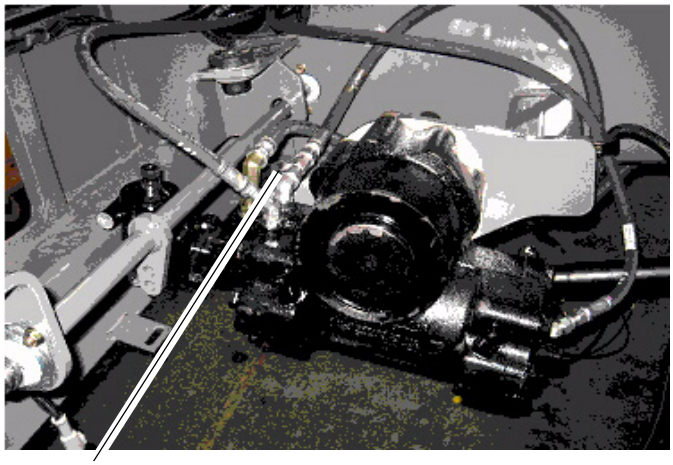

FIGURA 2-17
1. Instale un acoplador de desconexión rápida para diagnóstico y revisión de presión con manómetro en la boquilla de prueba en la entrada del mecanismo de la servodirección. (Vea la Figura 2-17.)